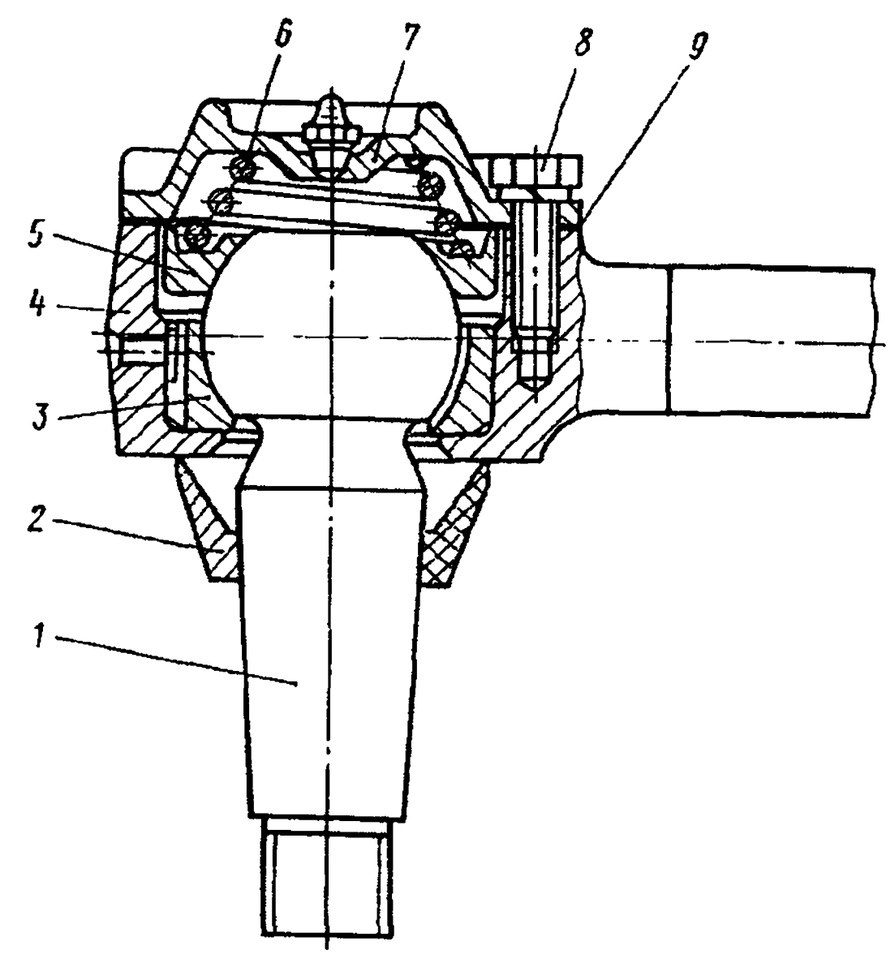

Рис. 237. Головка реактивной штанги:
1. Зажмите головку *4* (рис. 237) реактивной штанги в тисках	Тиски